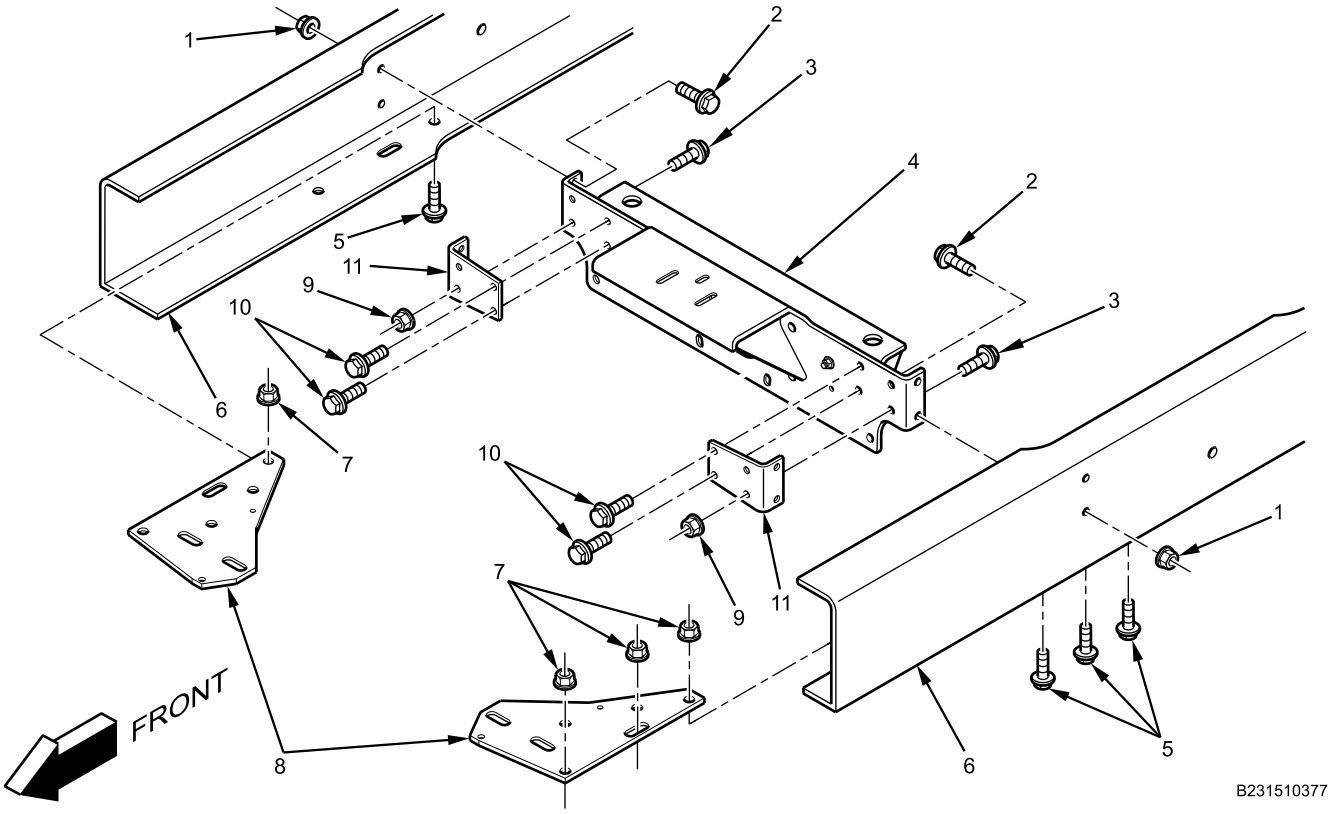

Figure 2. Radiator Support Crossmember.
5. Remove four bolts (Figure 2, Item 10) from radiator support crossmember reinforcements (Figure 2, Item 11).
6. Remove four bolts (Figure 2, Item 3) and nuts (Figure 2, Item 9) from radiator support crossmember (Figure 2, Item 4).
7. Remove four bolts (Figure 2, Item 2) and nuts (Figure 2, Item 1) from radiator support crossmember (Figure 2, Item 4).
8. Remove two radiator support reinforcements (Figure 2, Item 11) and radiator support crossmember assembly (Figure 2, Item 4) from frame rails (Figure 2, Item 6).
It may only be necessary to remove nuts in next step. If bolts must be removed, refer to Figure 2.
10. Remove six bolts (Figure 2, Item 5) and nuts (Figure 2, Item 7) from radiator support crossmember braces (Figure 2, Item 8).
11. Remove braces (Figure 2, Item 8) from frame rails (Figure 2, Item 6).